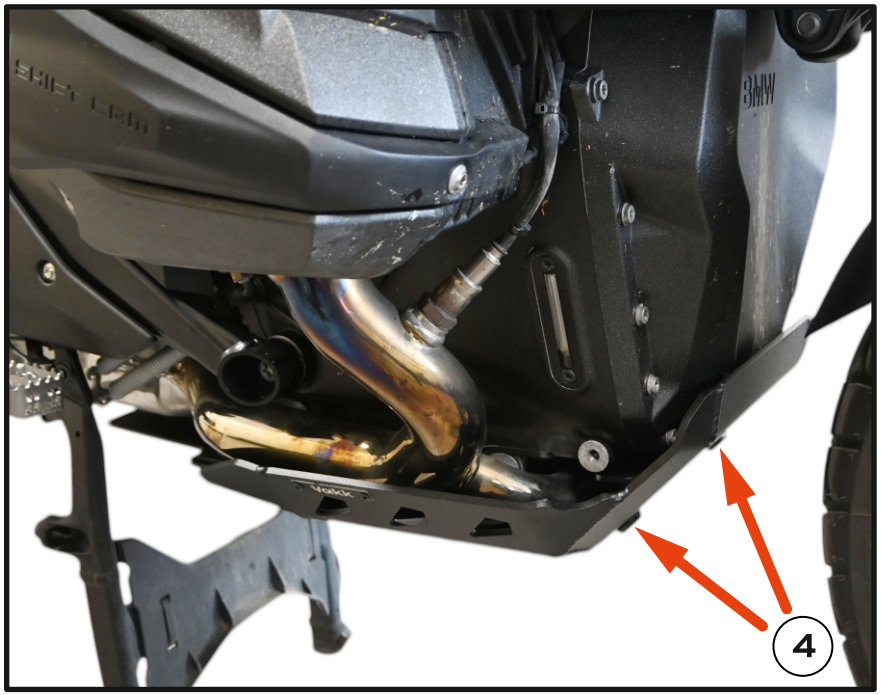
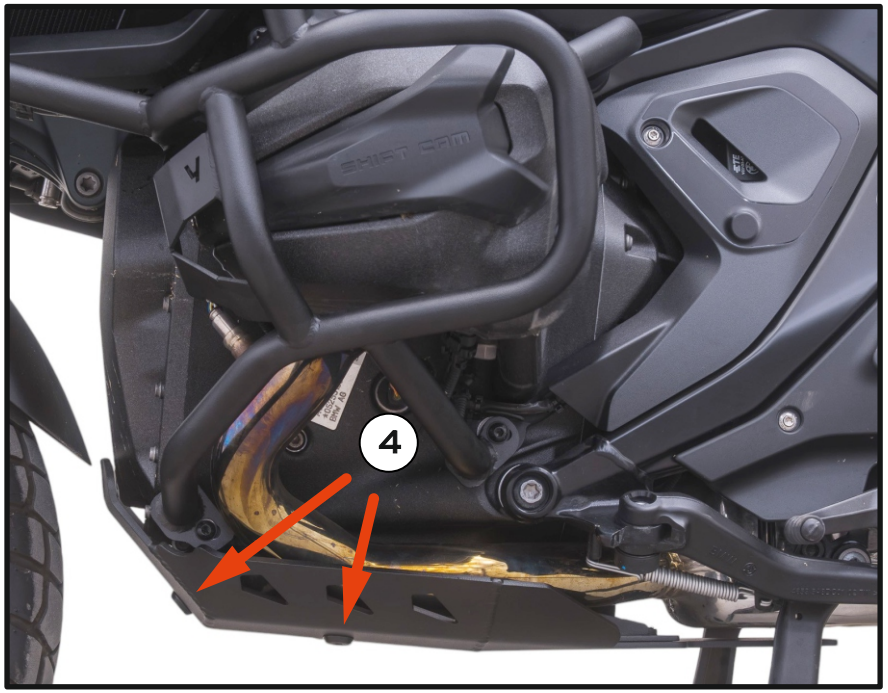

Fig. 5
Fig. 6
4. Screw skid plate **[1]** to bracket **[2]** mounting points using bolts **[4]** and washers **[6]. [Fig. 5], [Fig. 6]**